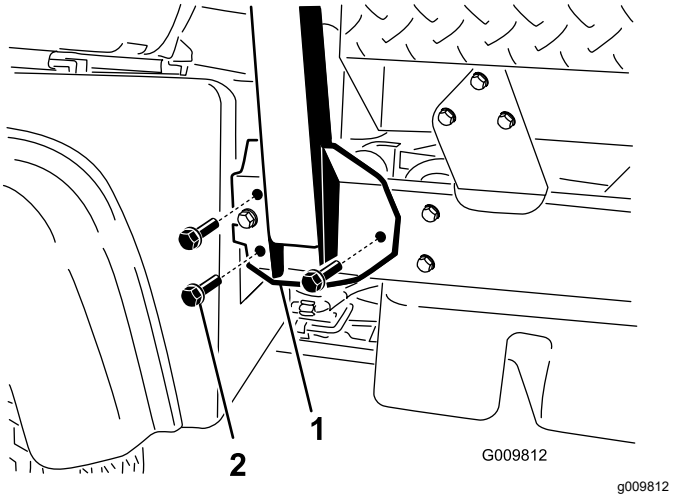

図 4
2. ROPS の両サイドを車両フレーム側面の取付け穴に揃える図 4。
3. ROPS 固定ブラケットを車体フレームに固定するフランジヘッドボルト½ x 1¼"3本を使用する。図 4